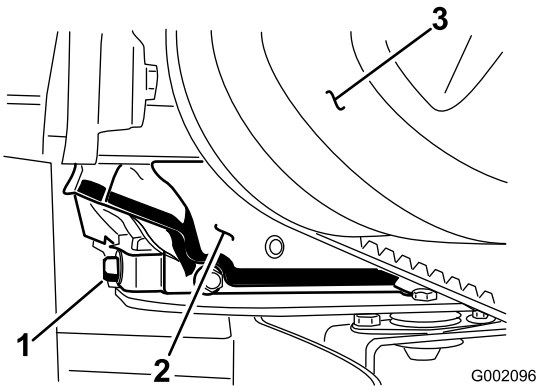

Figuur 27
5. Verwijder de aftapplug (Figuur 27) en laat de olie in een opvangbak lopen. Als alle olie geheel is afgetapt, plaatst u de aftapplug terug en zet u deze vast met een torsie van 17,6 Nm.